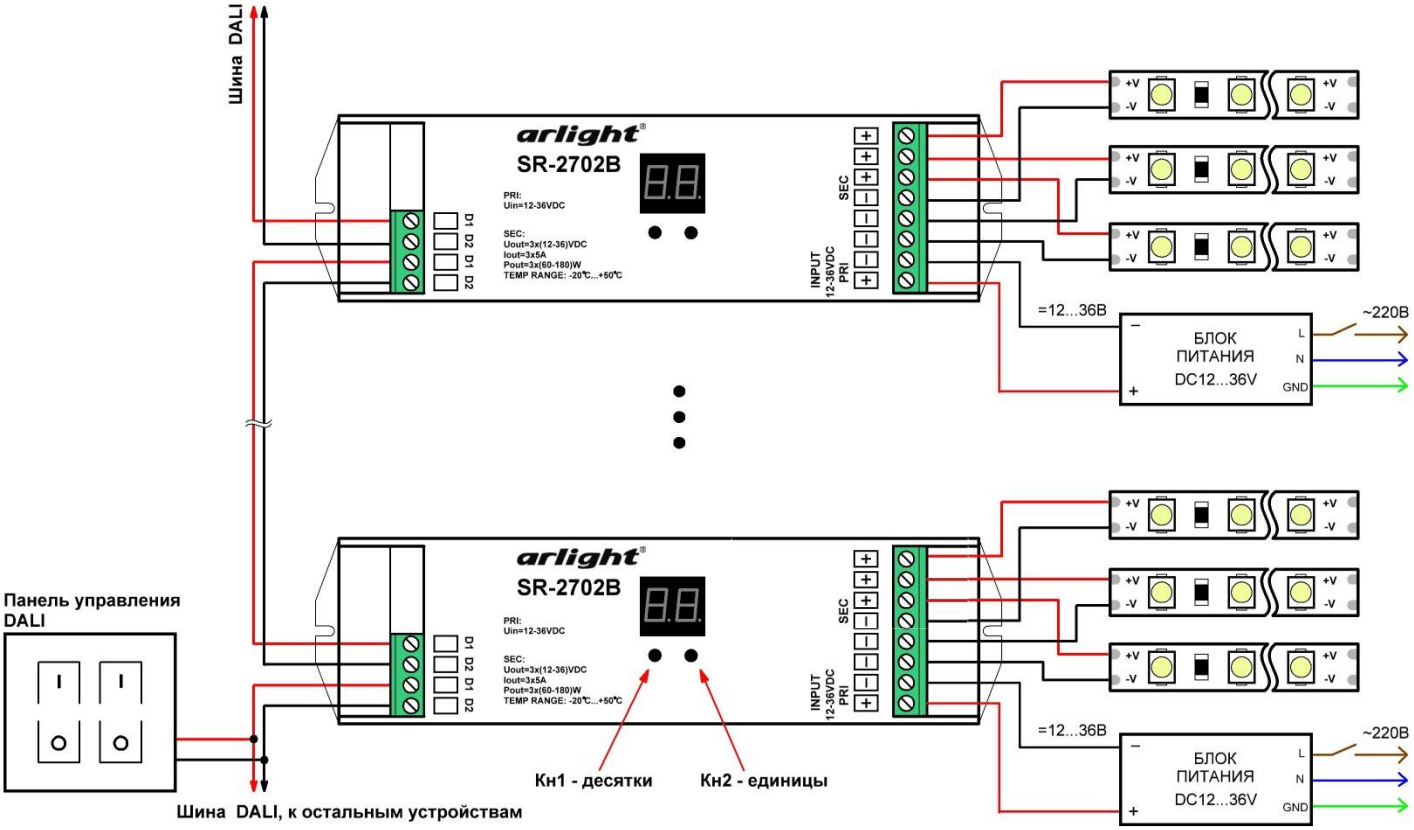

Рис.1. Схема подключения выключателей.
3.3. Подключите светодиодную ленту или другой совместимый светодиодный источник света к выходу **SEC** выключателя, соблюдая полярность (см. Рис.1).